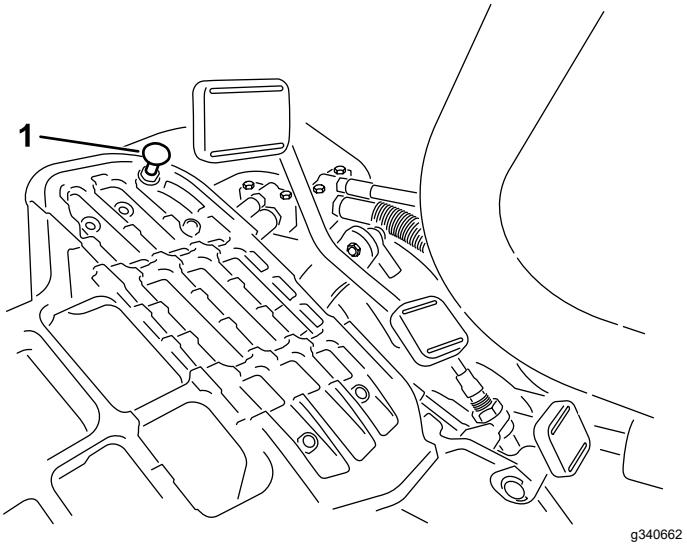

Figura 44
Per ottenere la velocità massima di trasferimento mettete la leva di comando delle funzioni in posizione di TRASFERIMENTO e premete il pedale di trazione. Se il pedale tocca il fermo (Figura 44) prima che avvertiate la tensione sul cavo, effettuate la seguente procedura di regolazione:
1. Spostate la leva di comando delle funzioni in posizione di TRASFERIMENTO e allentate il dado di bloccaggio che fissa il fermo del pedale alla piastra di appoggio (Figura 44).